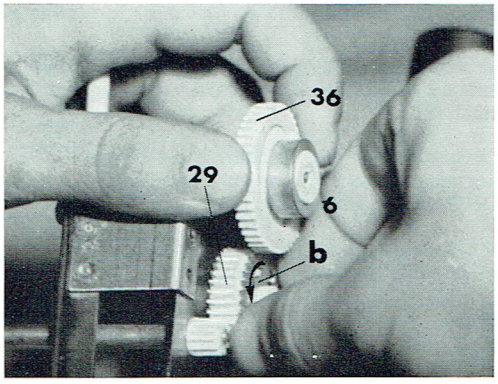

fig. 29
5° Déplacer en tournant dans le sens inverse des aiguilles d'une montre l'engrenage (b) puis engrener le pignon (36) (fig. 29 et 30).